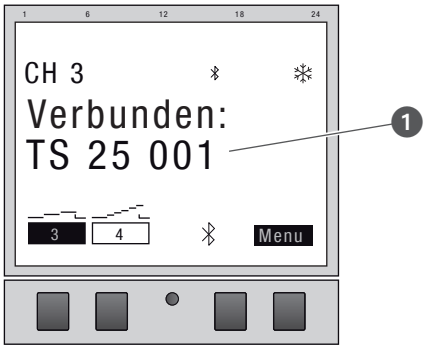

Abb. 24: Kanalerweiterung ist mit Verteilerschaltuhr verbunden
9. Die Kanalerweiterung zeigt bei aktiver Verbindung den Namen des verbundenen Geräts an (Abb. 24/❶).